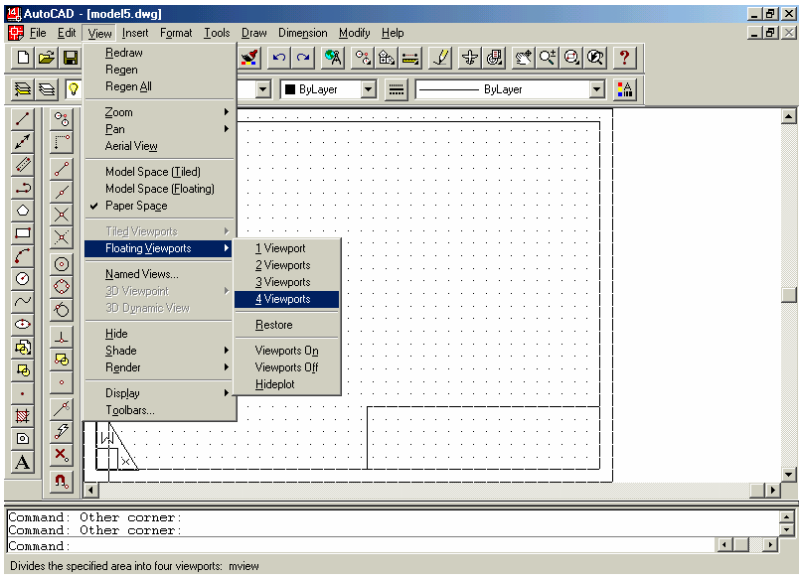
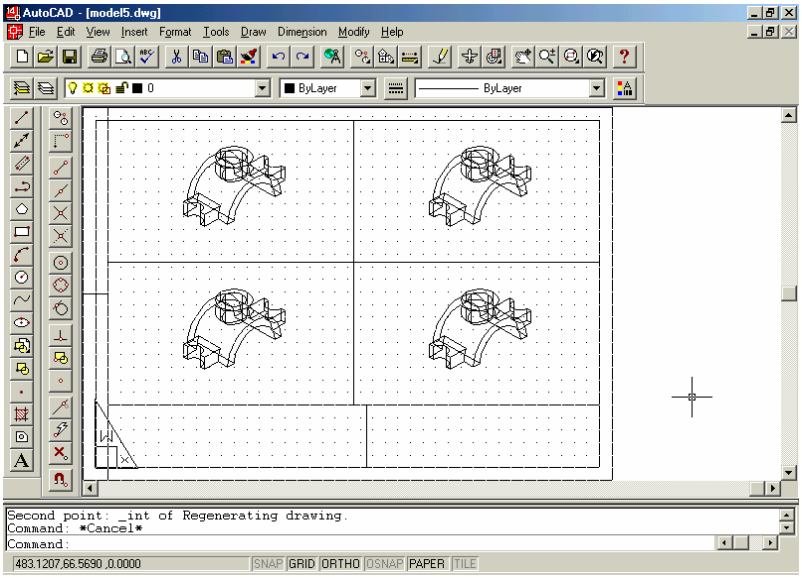

Fig. 12.22 Trasarea elementelor grafice ale formatului
Fig. 12.23 Alegerea numărului de proiecții dorite folosind MVIEW
3. Trasarea elementelor grafice ale formatului (limite, chenar, fîşie de îndosariere, repere de centrare, etc.) eventual a indicatorului, în vederea încadrării cît mai bine a proiecțiilor pe hârtia desen virtuală (fig. 12.22);
4. Împărțirea ariei de desenare în numărul de proiecții (vederi) dorite, folosind comanda MVIEW (fig. 12.22 şi fig. 12.23);